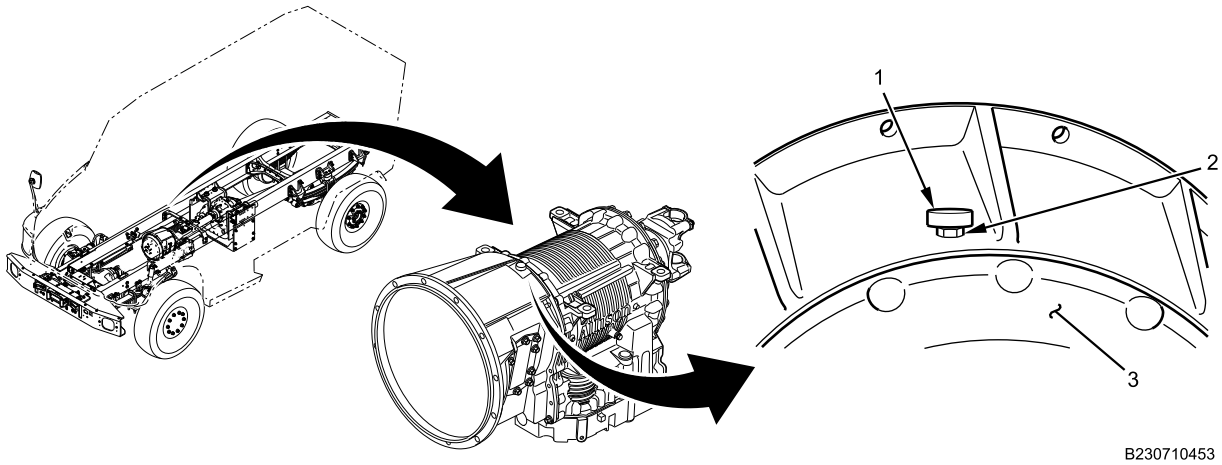

Figure 1. Breather.
1. Unscrew nut (Figure 1, Item 2) under breather (Figure 1, Item 1) from transmission (Figure 1, Item 3).